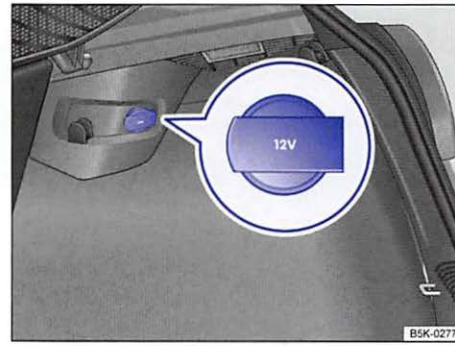

Fig. 103 In the luggage compartment: 12 Volt socket. ▶
- In the luggage compartment ⇒ fig. 103.